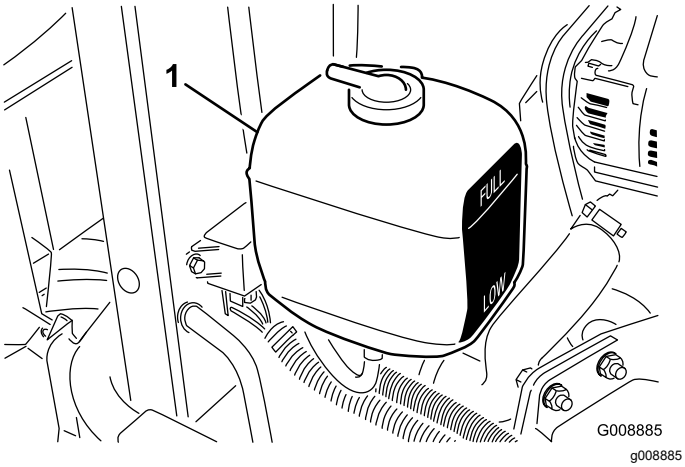

Figur 31
1. Kontroller kølevæskestanden i ekspansionsbeholderen (Figur 31). Med en kold motor skal kølervæskestanden være ca. midt imellem mærkerne på siden af beholderen.